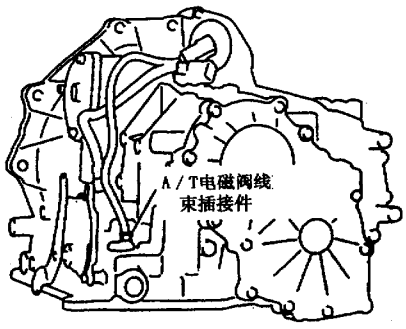

图 9－12－1
(5) 从驱动桥上放掉 ATF 油。
(6) 从驱动桥上拆下控制拉线。
(7) 拆下油冷却器软管。
(8) 拆下驱动轴。
(9) 拆下进气歧管支架。
(10) 从驱动桥上拆下起动机。
(11) 拆下固定驱动桥的螺栓。
(12) 用千斤顶支起驱动桥。
(13) 拆下中部元件，如图 9－12－2 所示。